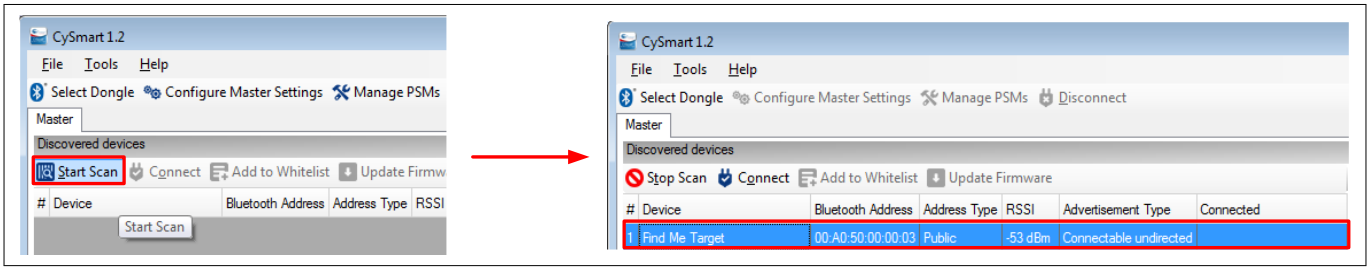

図 57　　CySmart でのデバイス検出
- CySmart ホスト エミュレーション ツールで、**Start Scan** をクリックします。図 57 に示すように、ご使用機器の名称 (**Find Me Target** として設定されている) が **Discovered devices** リストに表示されます。